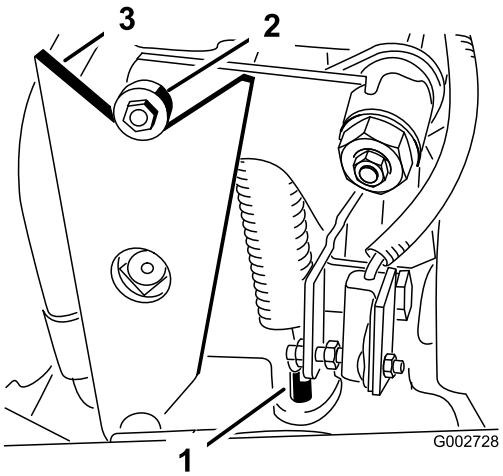

Figur 41
- Om hjulen snurrar i rätt riktning stänger du av motorn och justerar fjäderjusteringstappens låsmutter (Figur 41). Justera drivningens neutralläge. Läs mer om detta i Justera drivningens neutralinställning.